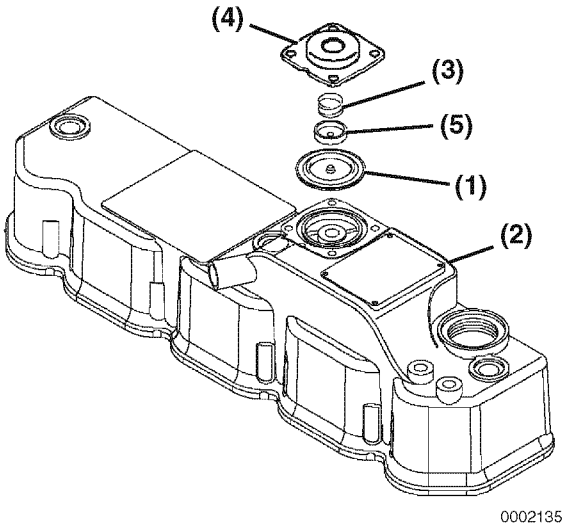

Figure 5-20
The non-turbo TNV engines use a crankcase breather system that has a spring-backed diaphragm **(Figure 5-20, (1))** in the valve cover **(Figure 5-20, (2))**. When the crankcase pressure reaches a predetermined value, the diaphragm opens a passage that allows crankcase fumes to be routed to the intake manifold.
To inspect the diaphragm and spring **(Figure 5-20, (3))**:
1. Remove the bolts retaining the diaphragm cover **(Figure 5-20, (4))**.
2. Remove the diaphragm cover, spring, diaphragm plate **(Figure 5-20, (5))** and diaphragm.